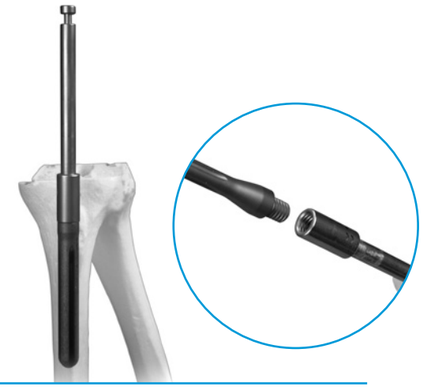

Fig. 3
- If all the reamer flutes cannot be buried in the bone, remove the reamer and insert the corresponding size Straight Stem Extension Provisional with the Stem Provisional Adapter attached **(Fig. 3)**.